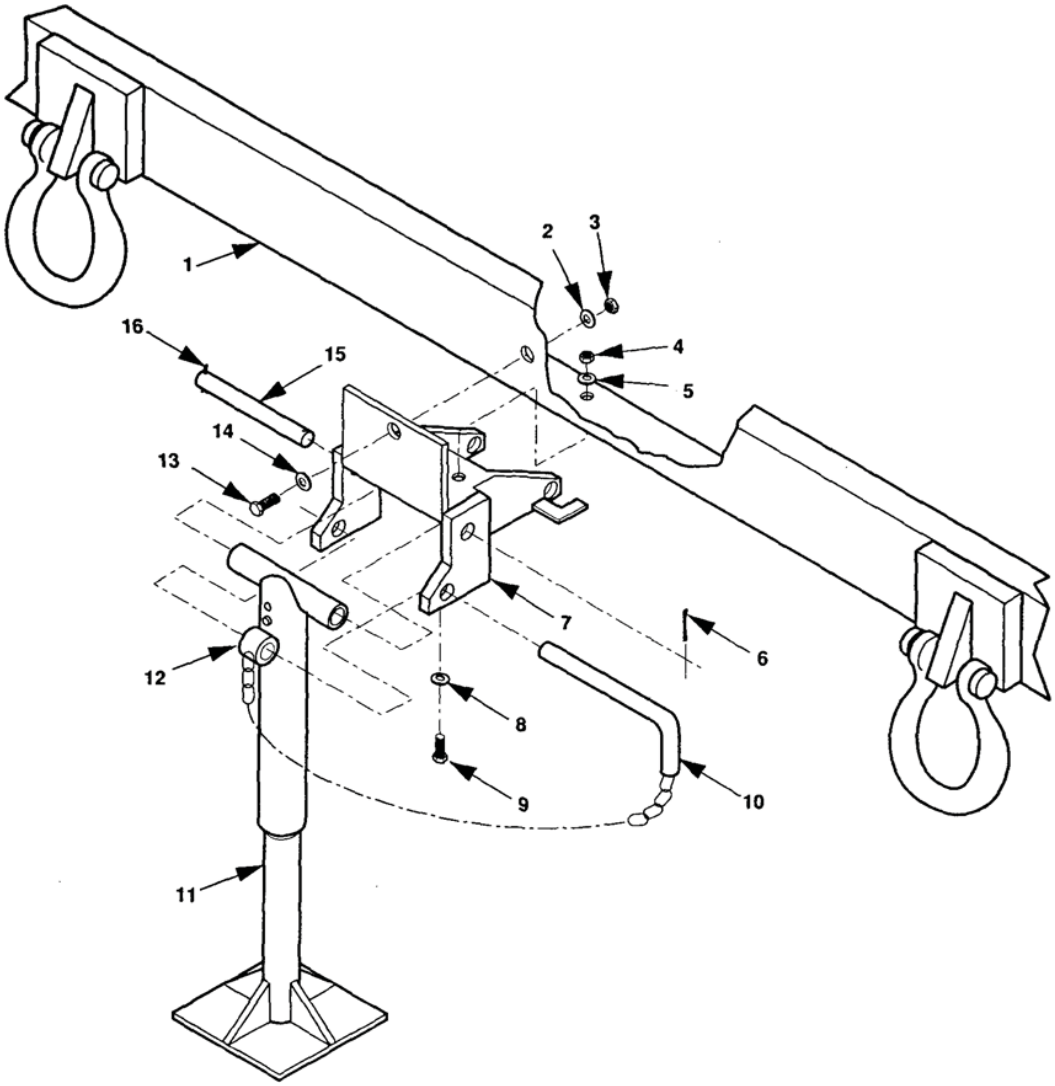

Figure 1. Rear Leveling-Support Jack Replacement; 1 Ton Trailer.
2. Turn leg base (Figure 1, Item 11) to take weight off leg prop.
3. Remove either one of two cotter pins (16 or 6) from pivot shaft (15) and discard.
4. Hold leg base (11) steady and remove pivot shaft (15) with remaining cotter pin (16 or 6) in place.
5. Lift leg base (11) slightly to take weight off retaining pin (10) and remove retaining pin (10). Move leg base (11) and attached parts out of bracket (7).
6. Remove two self-locking nuts (4), four flat washers (5 and 8), and two cap screws (9).
7. Remove self-locking nut (3), two flat washers (2 and 14), and cap screw (13). Remove bracket (7) from trailer chassis (1).